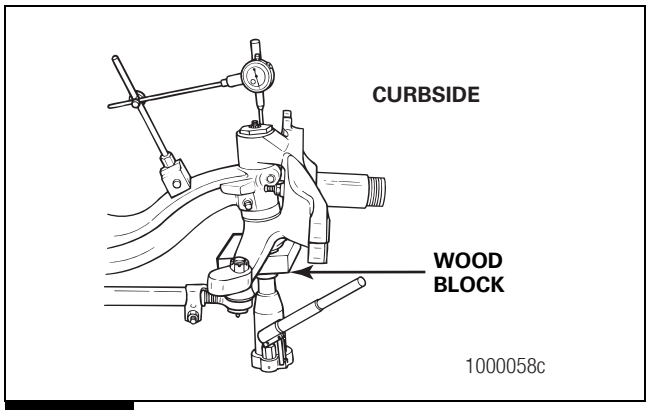

Figure 6.28
5. Raise the jack until the axle beam is slightly raised from the safety stands. Measure and record the dial indicator reading. Figure 6.28.